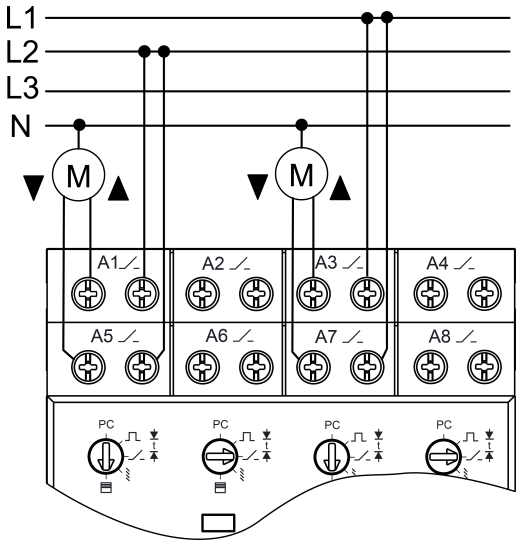

Bild 5: Anschlussbeispiel Jalousielasten
- Lasten gemäß Anschlussbeispiel Jalousielasten anschließen (Bild 5).